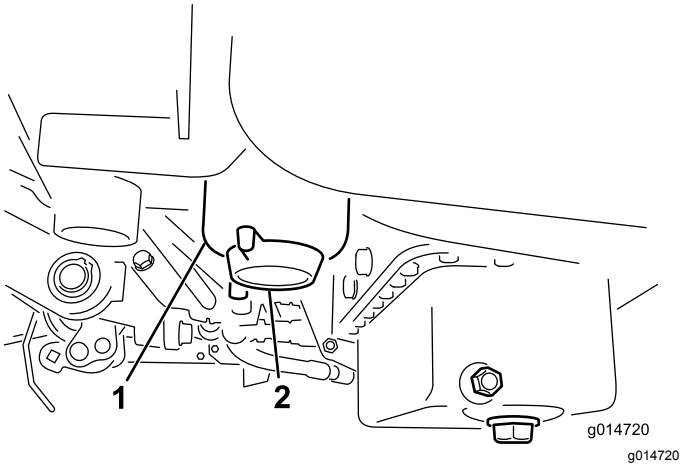

Figur 49
2. Rengør området, hvor filterskålen monteres (Figur 49).
4. Åbn filteraftapningsproppen (Figur 49).